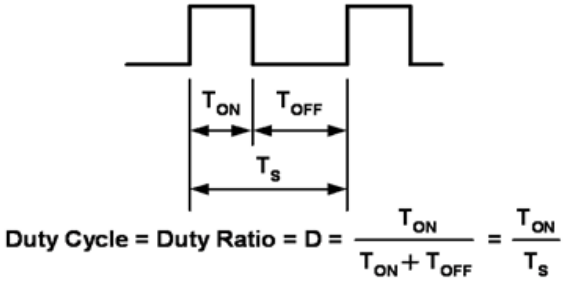

Figure 13.
The method of pulsing the current through the LEDs is known as Pulse Width Modulation (PWM) and has become the preferred method of changing the light level. LEDs being a silicon device, turn on and off rapidly in response to the current through them being turned on and off. The switching time is in the order of 100 nanoseconds, this equates to a maximum frequency of 10 Mhz, and applications will typically operate from a 100 Hz to 100 kHz. Below 100 Hz the human eye will detect a flicker from the light emitted from the LEDs. Between 500 Hz and 20 kHz the circuit may generate audible sound. Dimming is achieved by turning the LEDs on and off for a portion of a single cycle. This on/off cycle is called the Duty cycle (D) and is expressed by the amount of time the LEDs are on (Ton) divided by the total time of an on/off cycle (Ts) (Figure 13).